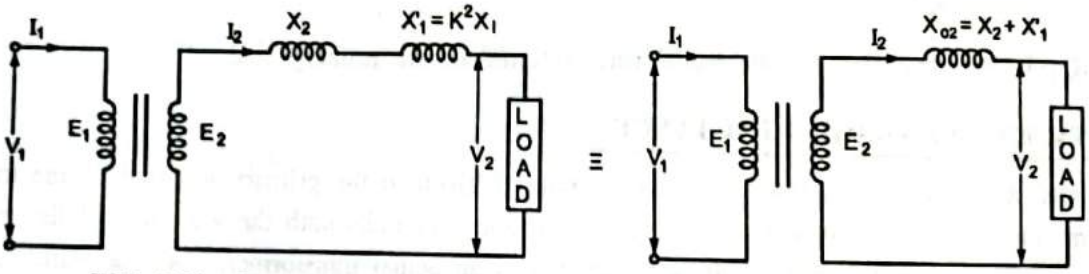

**FIG. 3.25 : TRANSFERRING PRIMARY REACTANCE TO SECONDARY**
- Let the Primary reactance $X_1$ be transferred to the secondary and the new value of this reactance is $X_1'$. This transferred reactance $X_1'$ is called equivalent reactance of primary as referred to the secondary as shown in Fig. 3.25.